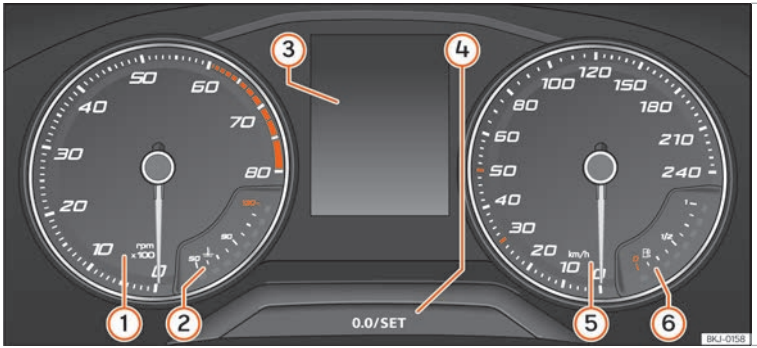

Fig. 61 Monochrome instrument cluster on the dash panel.
Details of the instruments ››› Fig. 61:
- Briefly press the button 0.0/SET ››› Fig. 61 (4) to reset the trip recorder to 0.
- Keep the button 0.0/SET (4) pressed for about 3 seconds and the previous value will be displayed.